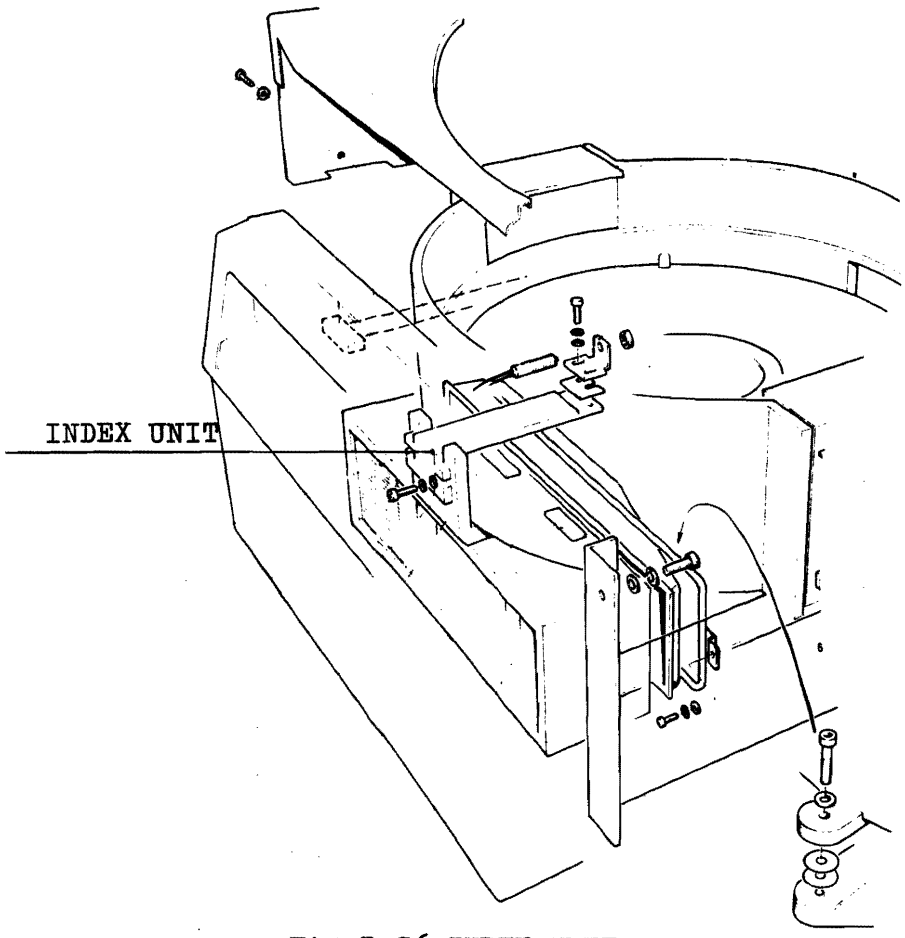

Fig.7-36 INDEX UNIT
5.15 INDEX UNIT CARTRIDGE (fig 7-36)
5.16 FIXED DISK (fig 7-36 and 7-37)